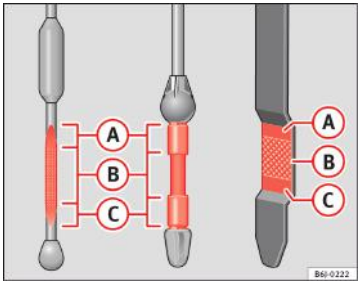

Fig. 133 Joja de ulei de motor
– Apoi scoateți-o din nou şi verificați nivelul uleiului ⇒ fig. 133. Dacă este necesar, adăugați ulei de motor.